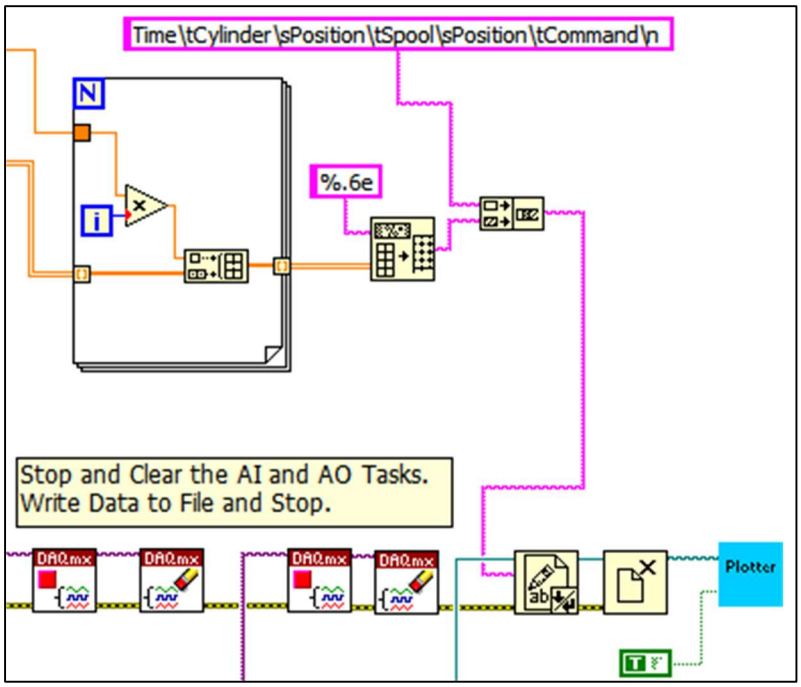

Fig 8. Segment to Record Data and Stop Execution
- Clicking the ***Write File/Stop*** button (turning it ***ON***), ***ends*** the "while loop", ***stops*** and ***clears*** the I/O ***tasks***, ***writes*** the data to a text file, and ***closes*** the file. This segment of the code is shown in Fig 8.